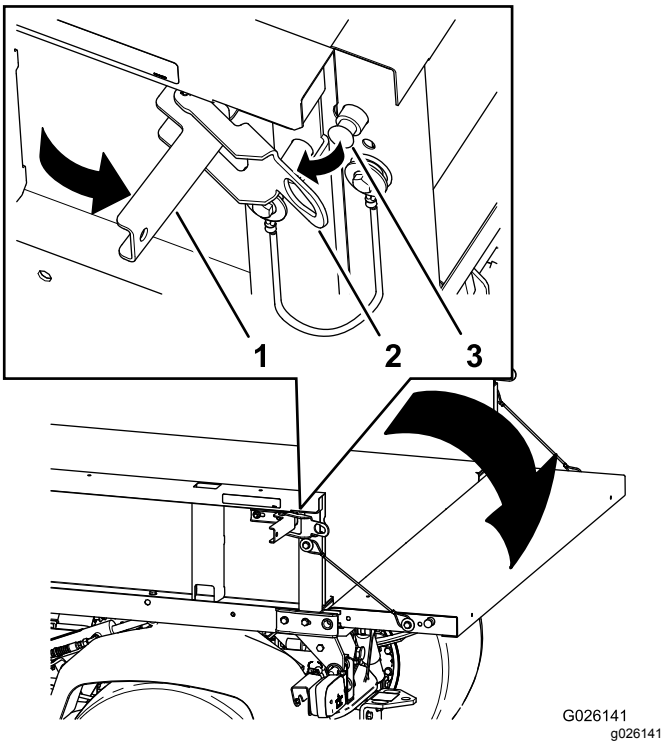

**Figur 22**
2. Åpne låsene på venstre og høyre side av lasteplanet, og senk baklemmen (Figur 22).